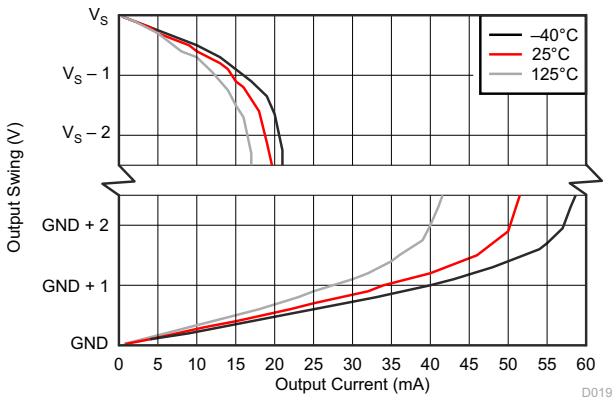

图 7-19. 输出电压摆幅与输出电流之间的关系
(1) RTI = 以输入为参考。
(2) 通过线性外插至 VSENSE = 0V 获得失调电压，VSENSE = 满量程范围的 10% 至 90%。
(3) 请参阅图 7-19。
(4) 摆幅规格是在过驱输入条件下测试得出的。